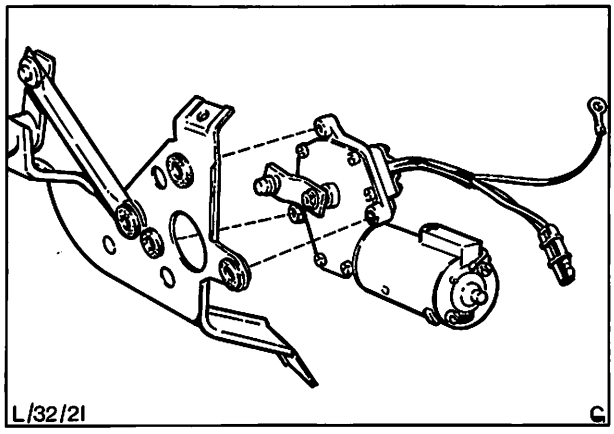

Abb. 46 Wischermotor, Halter und Gestänge
8. Wischermotor von Halter abbauen (3 Schrauben), Abb. 46.
11. Wischermotor auf den Halter montieren, dabei darauf achten, daß die Lagergummis richtig sitzen. Motor mit drei Schrauben befestigen, Abb. 46.